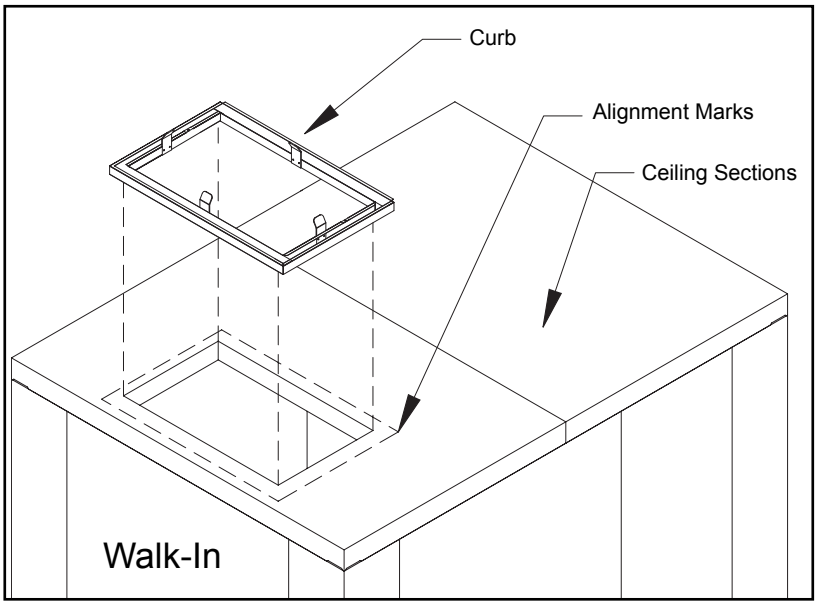

**Figure 1**
**2**. Remove the paper from the gasket and position the curb, gasket side down, on the pencil line. Press down firmly. Note: Movement of the curb is very difficult after the gasket adheres to the ceiling section. Refer to Figure 1.